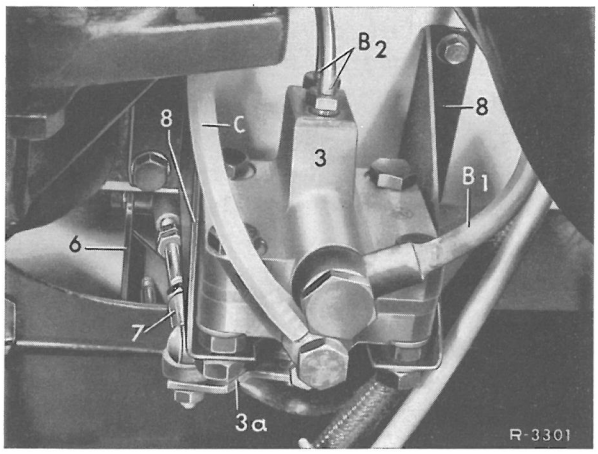

Fig. 32-8/1
2 På vogne med niveauregulering skilles forbindelsesstangen (17) fra armen (6) på torsionsfjederen (fig. 32-8/1).